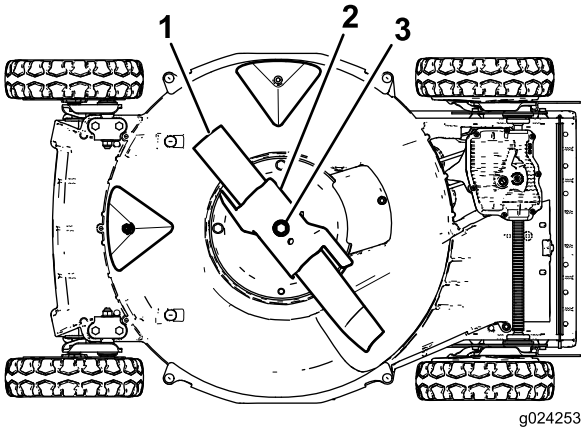

Figur 20
4. Tippa maskinen på dess **högra** sida (luftrenaren uppåt) enligt Figur 20.